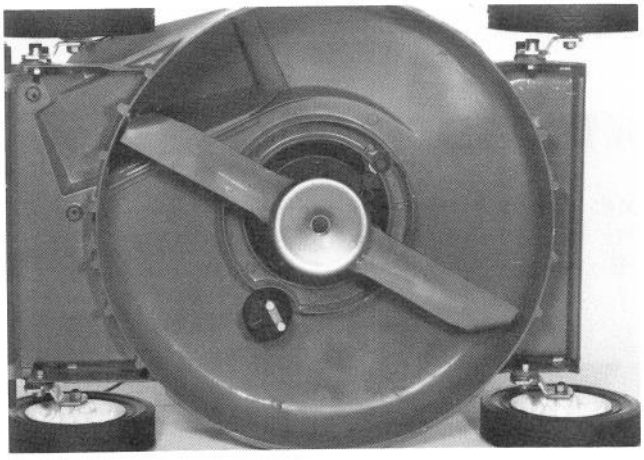

Figure 35
3. Tip mower on its left side (Fig. 35), which is the spark plug side. Avoid rotating the blade when mower is tipped because starting problems may result.